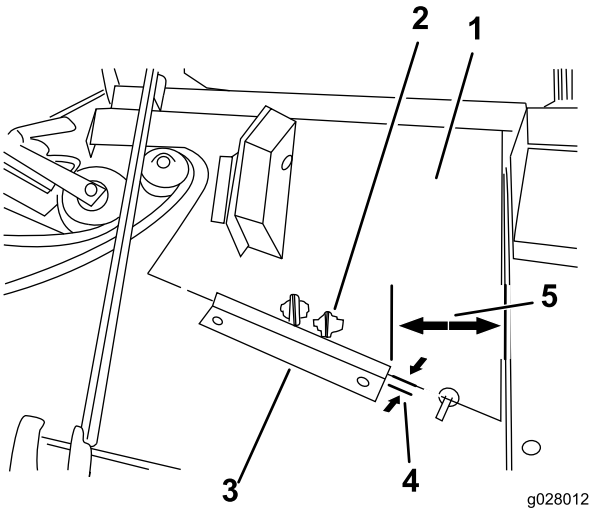

Figur 15
4. Bruk målene som er vist i Figur 15, og finn monteringsposisjonen for fjærbraketten på klippeenheten.
Merk: Påse at motvekten monteres i korrekt tapp på klippeenhetens fjærbrakett (Figur 15).